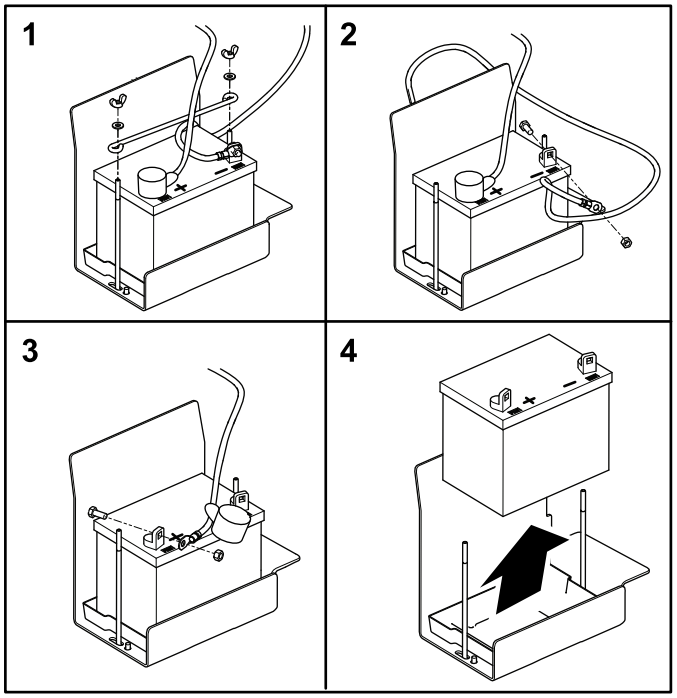

Figur 53
2. Ta bort vingmuttrarna och brickorna som fäster batterilåset (Figur 53).